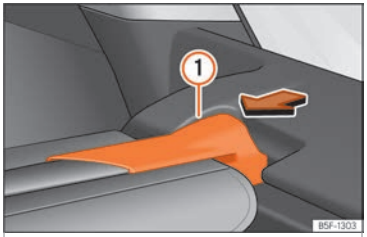

Abb. 126 Im Gepäckraum: Abdeckung ausbauen.
- Drücken Sie die Aufhängung der Abdeckung ››› **Abb. 126** (1) in Pfeilrichtung.
- Lassen Sie die Aufhängung der Abdeckung ››› **Abb. 126** (1) auf der anderen Seite in der Aufnahme einrasten.